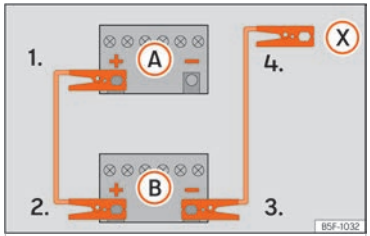

Fig. 193 Wiring diagram for vehicles without a start/stop system.
2. Connect one end of the *red* jump lead to the positive (+) terminal of the vehicle with the flat battery (A).
3. Connect the other end of the *red* jump lead to the positive terminal (+) in the vehicle providing assistance (B).
4. *Vehicles without a Start-Stop system:* connect one end of the black jump lead to the negative terminal (–) of the vehicle providing the current (B) ››› Fig. 193.